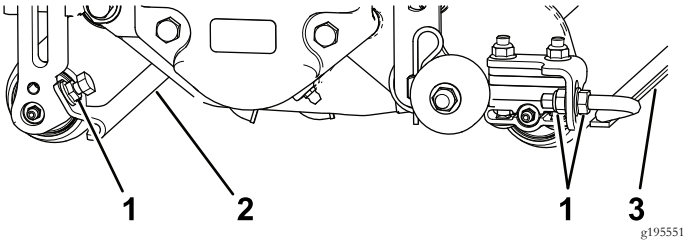

Figura 11
1. Afloje las tuercas que sujetan los rascadores de rodillo (Figura 11).
Antes de bajar los molinetes de verticorte al suelo del taller o de desmontarlos de la unidad de tracción, baje los rodillos de transporte (Figura 11) para proteger las cuchillas del contacto con una superficie dura.